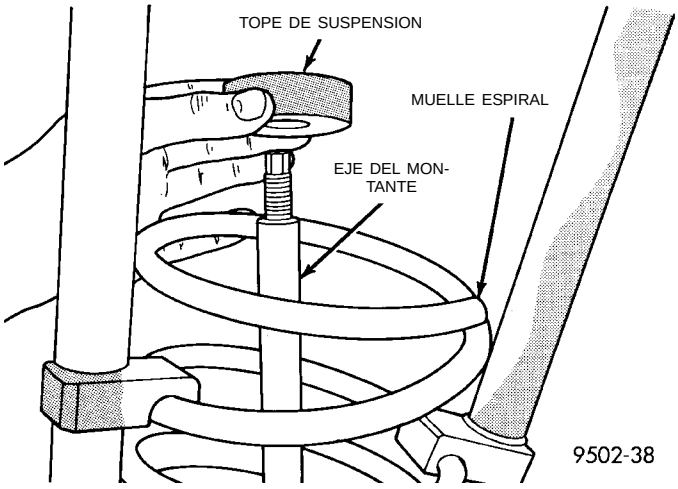

Fig. 64 Desmontaje del conjunto del montante
(7) Retire el tope de suspensión (Fig. 64) del eje del conjunto del montante.
(3) Instale el tope de suspensión en el eje del montante (Fig. 64).